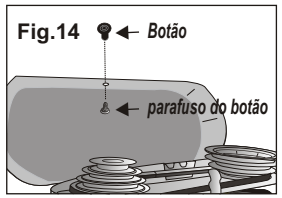

Fig.14
1. Para montar o botão de abertura da tampa do protetor da correia, basta abrir o protetor da correia (21) e rosquear o parafuso que acompanha o botão pelo lado de dentro no furo do protetor. Conforme fig.14.